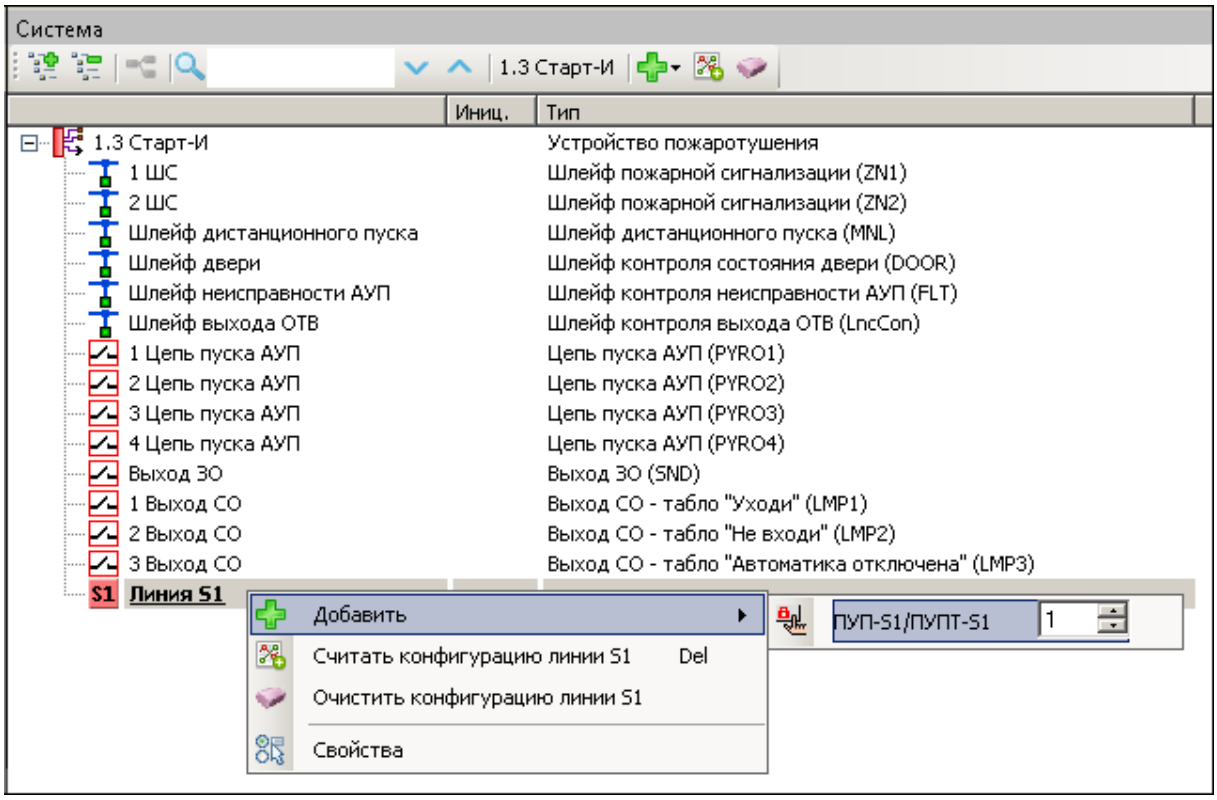

Рис. 39
2. Добавить ПУПТ-S1 в дерево Старт-И на вкладке "Устройства" в окне система (рис. 39).